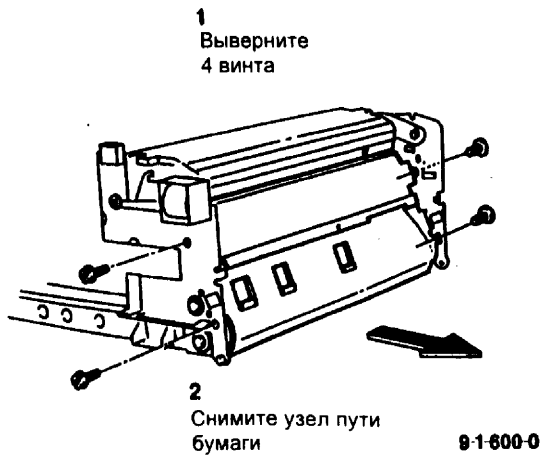

Рис. 3 Снятие узла пути бумаги
4. (Рис. 3) Снимите направляющую для бумаги